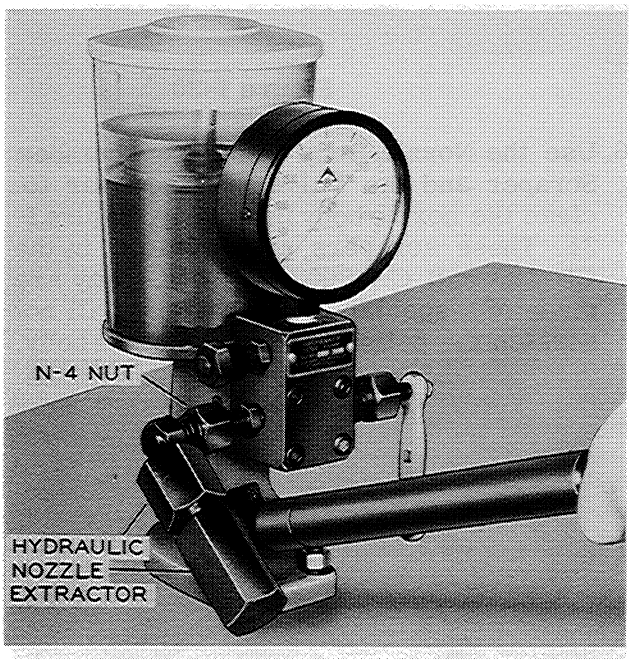

Figure I-25. CD-534 Nozzle Extractor Installed on Test Stand
c. Install the nozzle extractor on the test stand, Figure I-25.